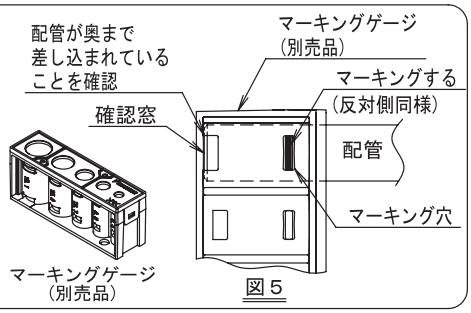

図５
(3)マーキング穴を油性ペンなどで塗りつぶしてください。（２ヵ所）(図５参照)